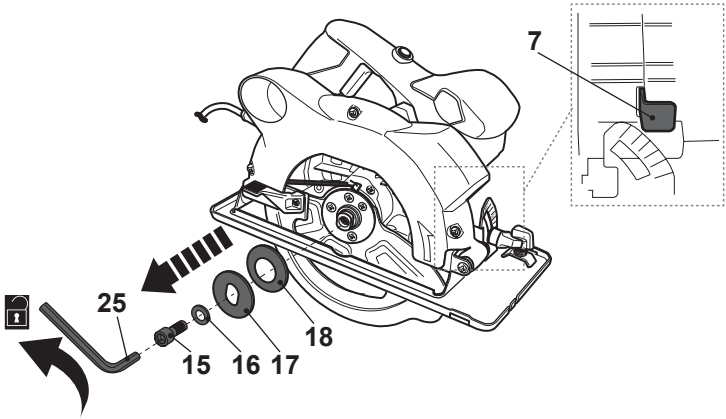

Fig. 1
> Bloqueie o veio pressionando a alavanca de bloqueio do veio (7) e desaperte o parafuso de bloqueio (15) girando-o para a esquerda com a chave sextavada (25) (Fig. 1).
> Retire o parafuso de bloqueio (15), a arruela (16) e o flange de aperto (17) do veio (Fig. 1). Não retire o flange de apoio (18).